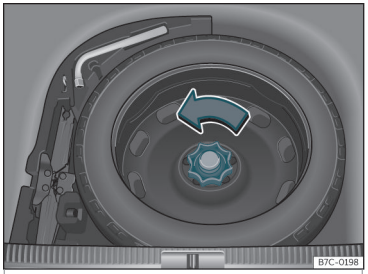

Fig. 197 In the luggage compartment: load floor raised.
- Turn the thumb wheel anti-clockwise ››› **Fig. 197**.